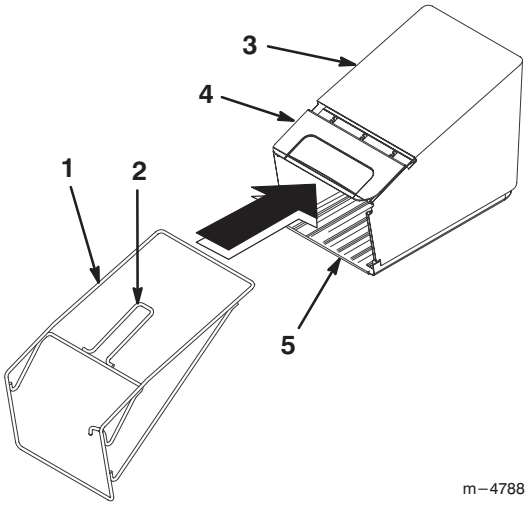

Figuur 5
1. Plaats het zakframe in de grasvangzak, zoals getoond in figuur 5.
2. Plaats het deksel boven op het frame, zoals getoond in figuur 5.